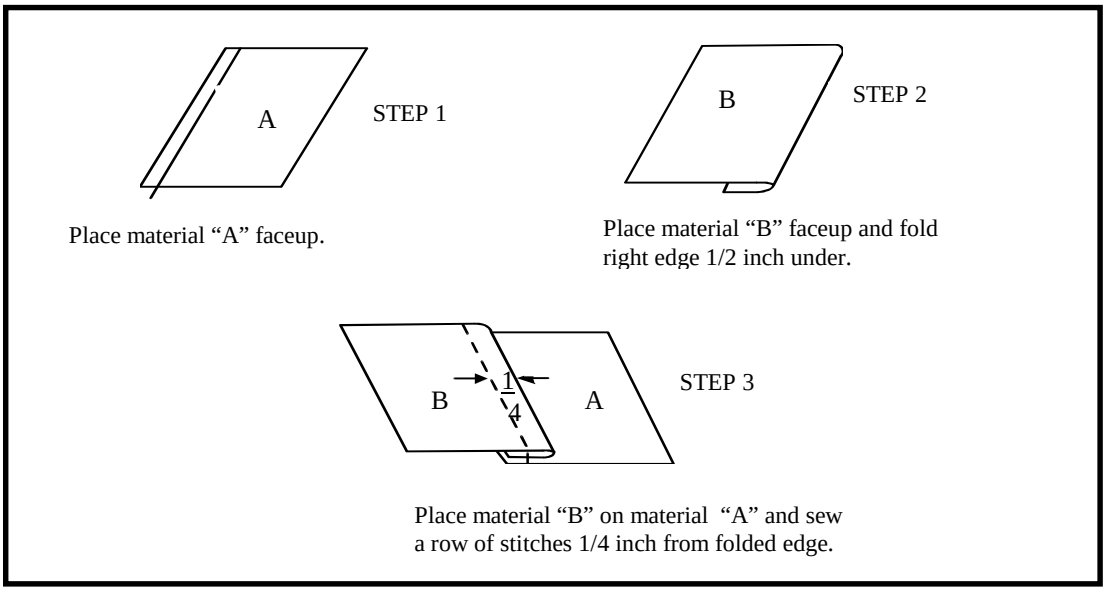

Figure 3-10. Seam type 2
c. Seam Type 2. Seam type 2 (Figure 3-10) is a lapped seam. It is used to sew a patch-type pocket on shirts, jackets, and coats. This seam is also used to sew plackets on shirt sleeves and to attach a zipper on the left side of a fly front. To make seam type 2--
(1) Cut an 8- by 8-inch piece of material into two pieces 4 inches by 8 inches.
(2) Place the two pieces of the material on a table face up.
(3) Mark both pieces of the material 1/2-inch from edge (on the 8 inches length) across length of material.
(4) Fold under edge of one piece of the material on the 1/2-inch mark and place it on the marking on the second piece of the material.
(5) Place the materials on the machine and stitch down the entire length of the material 1/4 inch from the folded edge.
(6) Tack the stitch lines at both ends with a 1-inch tack (no less than 7/8-inch or no more than 1 1/8 inches).
(7) Press the seam area with an iron.